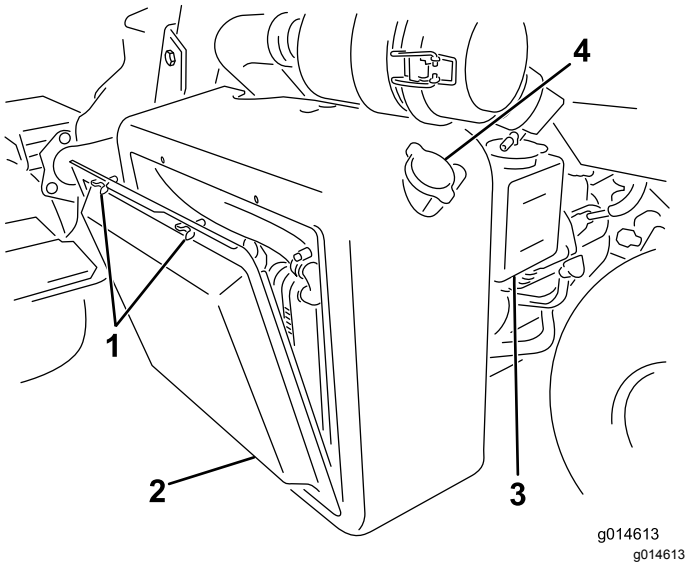
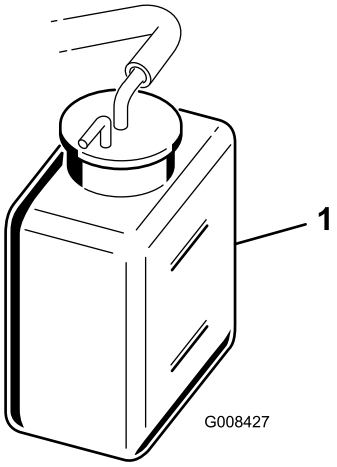

Figur 41
Figur 42
1. Afmonter kølergitteret (Figur 41).
2. Kontroller kølervæskestanden (Figur 41 og Figur 42).